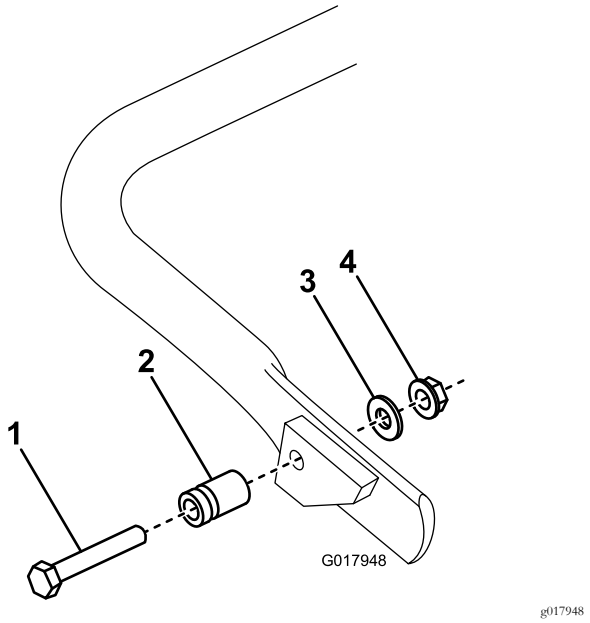

**Figur 5**
1. **Kun på model 04056:**Tilslut fjedertappen på højre side af støttebenet (Figur 5) vha. den medfølgende bolt, spændeskive og flangemøtrik.